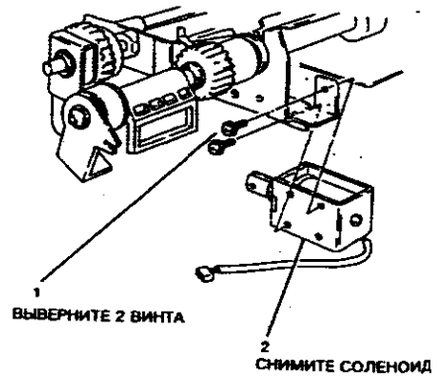

**Рисунок 2. Снятие соленоида затвора регистрации**
3. (Рисунок 2) Снимите соленоид затвора регистрации.